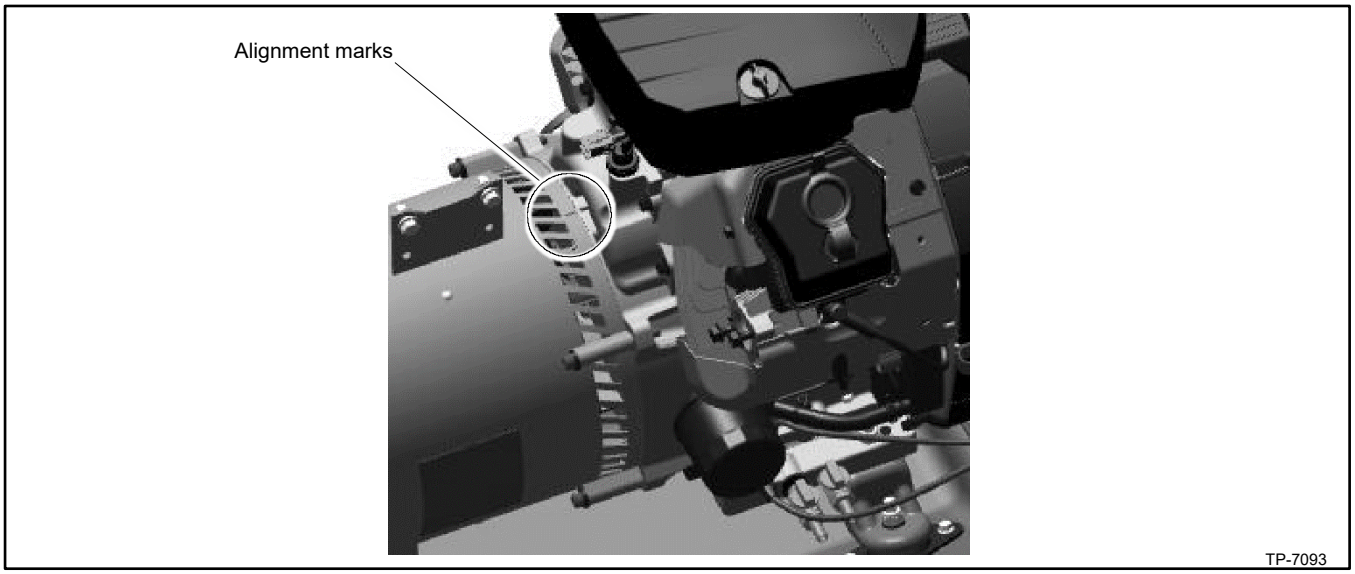

Figure 129 Alternator Alignment Marks
c. Align the mark on the top of the stator with the center of the slot in the generator adapter. See Figure 129.